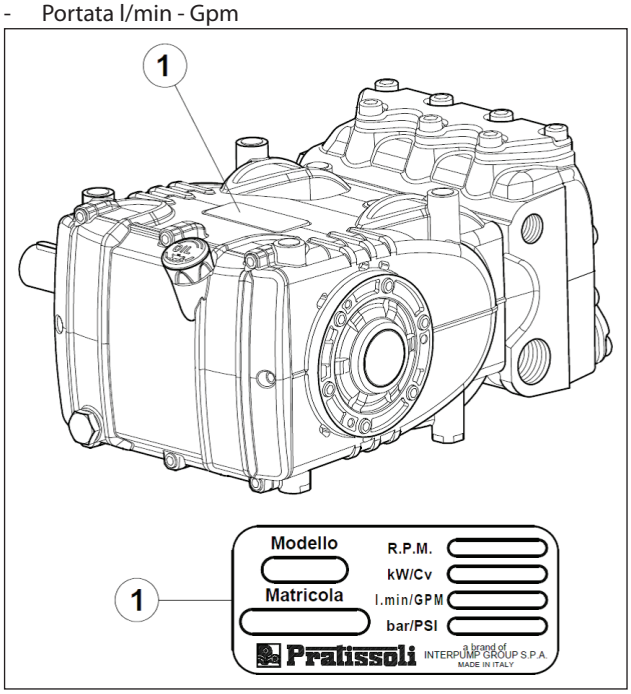

Fig. 1
Ogni pompa ha una targhetta di identificazione vedere pos. ① di Fig. 1 che riporta: